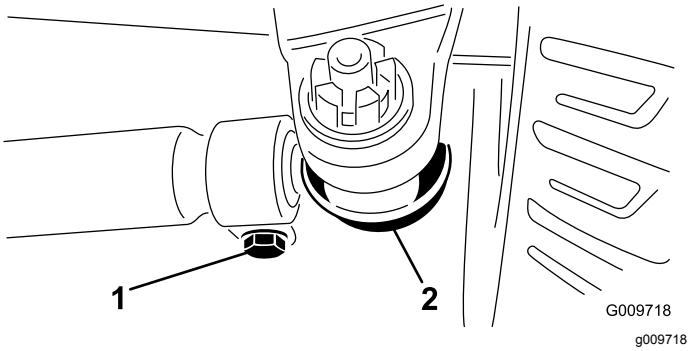

Figur 77
2. Justera genom att ta bort saxpinnen och muttern från varje kulled på dragstången (Figur 77),
3. Lossa klämmorna på dragstängernas bägge ändar (Figur 77).
4. Vrid den lösgjorda kulleden inåt eller utåt ett (1) helt varv, och dra åt klämman i dragstångens lösa ände.